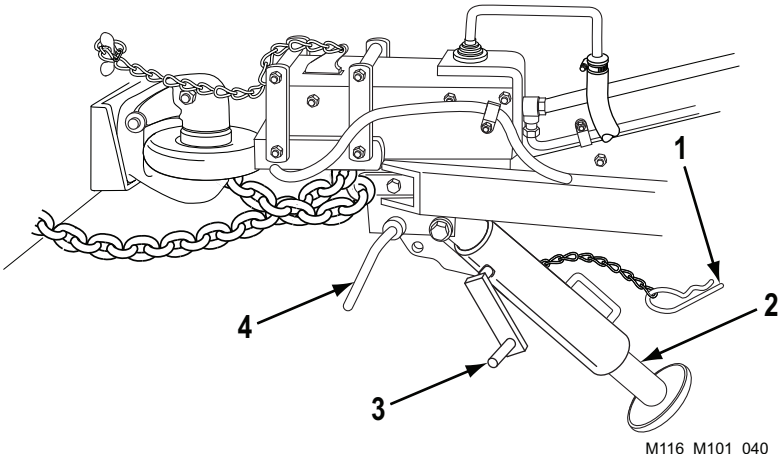

Figure 12. Raise Front Support Leg.
13. Pull out on release lever (Figure 12, Item 4) and raise front support leg (Figure 12, Item 2). Lock front support leg (Figure 12, Item 2) in raised position by pushing in release lever (Figure 12, Item 4) all the way.
14. Stow hand crank (Figure 12, Item 3) on front support leg (Figure 12, Item 2) with chain and cotter pin (Figure 12, Item 1).